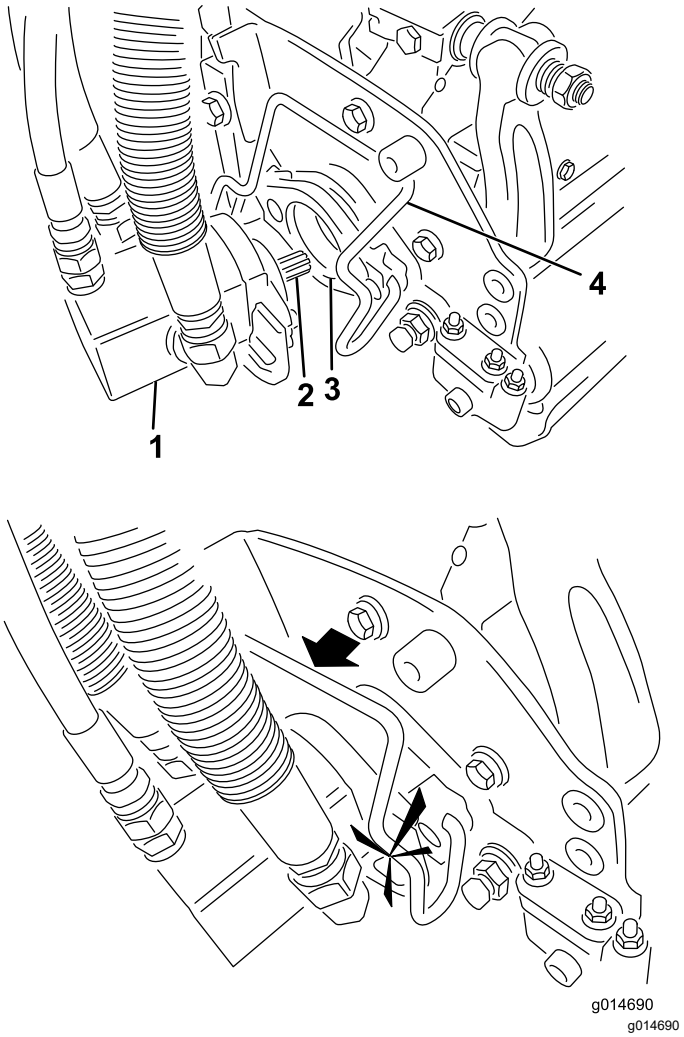

Rysunek 49
5. Nasmaruj wał z wypustem silnika zespołu tnącego cienką warstwą smaru (Rysunek 49).
6. Umieść silnik po lewej stronie jednostki tnącej (patrząc ze stanowiska operatora) i pociągnij pręt mocujący silnik na jednostce tnącej w kierunku silnika, aż do usłyszenia charakterystycznego kliknięcia po obu stronach silnika (Rysunek 49).